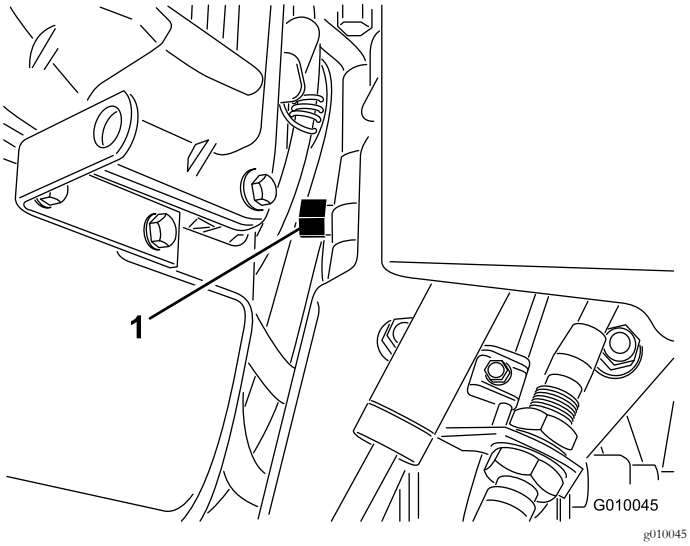

Figuur 30
2. Tussen de motor en de hydrostatische pomp bevindt zich een omloopventiel (Figuur 30).
3. Gebruik een sleutel van ⅝" en draai het omloopventiel 1 slag linksom. Hierdoor kan de hydraulische vloeistof langs de pomp worden geleid zodat de wielen kunnen draaien (Figuur 30).
5. Als u de beluchter weer wilt gaan bedienen, moet u het omloopventiel 1 slag rechtsom draaien (Figuur 30).